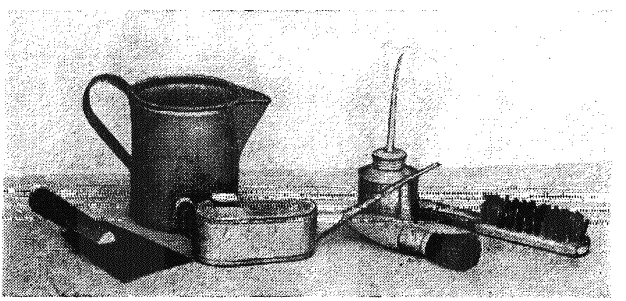

Рис. 9. Набор смазочного инвентаря
33. Для смазки трущихся поверхностей поливом (например, открытые шарниры тормозных и других рычагов) необходимо иметь масленки с носиком (рис. 9).
34. Для нанесения слоя смазки на открытые зубчатые передачи и канаты необходимо иметь на кране лопаточки и кисти (рис. 9 и 10).